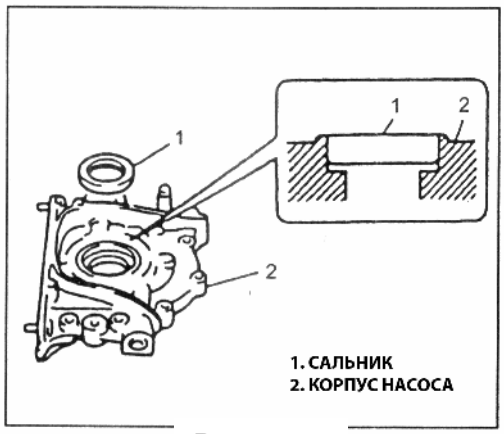

Рис. 50
- Проверьте рабочую кромку сальника на дефекты и повреждения и износ (Рис. 50).